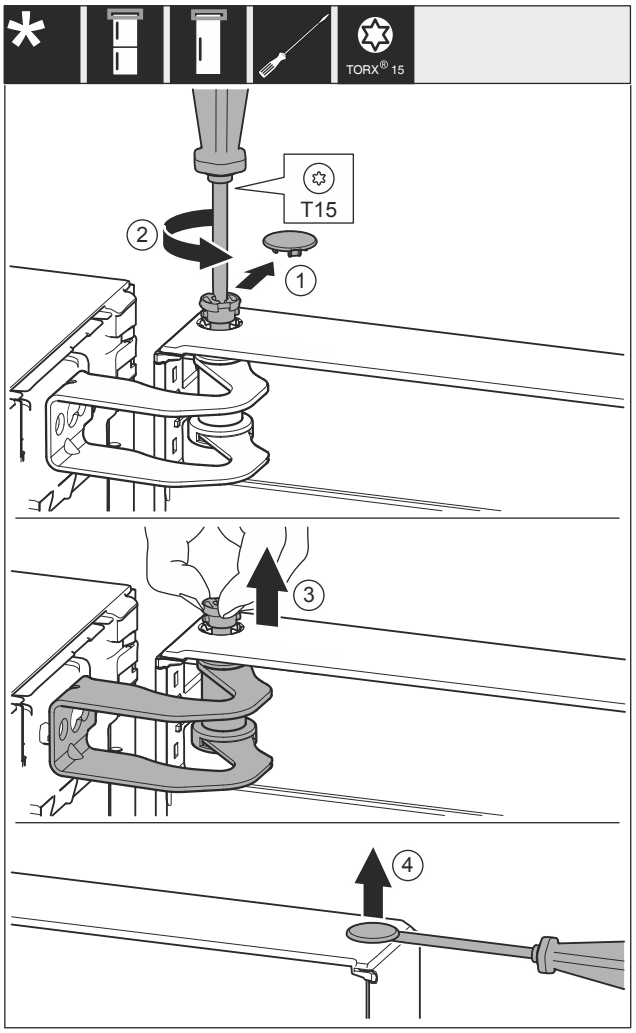

Fig. 10
- ▶ Retirer le couvercle *Fig. 10 (1)* avec prudence.
- ▶ Dévisser légèrement l'axe *Fig. 10 (2)* avec un tournevis.
- ▶ Retirer l'axe *Fig. 10 (3)* avec les doigts.
- ▶ Soulever et retirer le couvercle *Fig. 10 (4)* au moyen d'un tournevis, avec prudence.